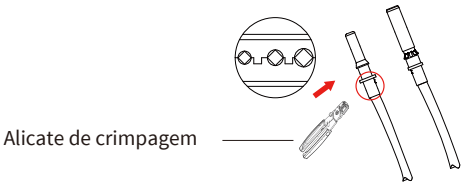

Figura 3.4 Prenda o pino de contato no fio
b) Realize a crimpagem dos terminais metálicos utilizando uma alicate de crimpagem conforme a figura 3.4.